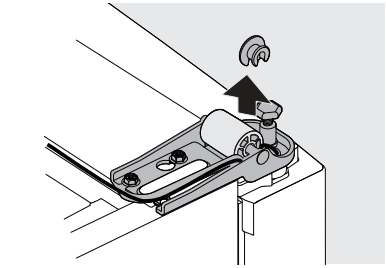

Figure 2
5. Acheminez le câble gris et les connecteurs hors de sous l'essieu de roue et l'entretoise de roue (voir figure 2).